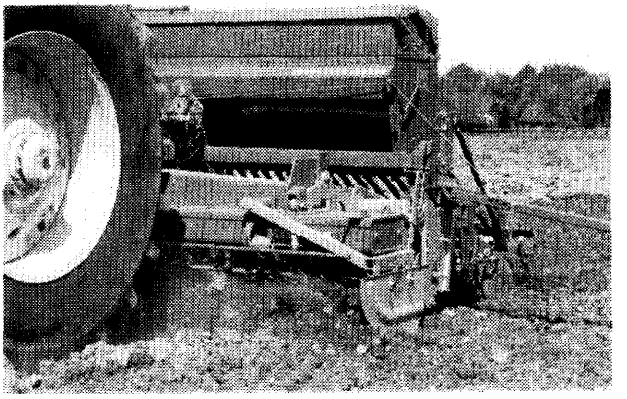
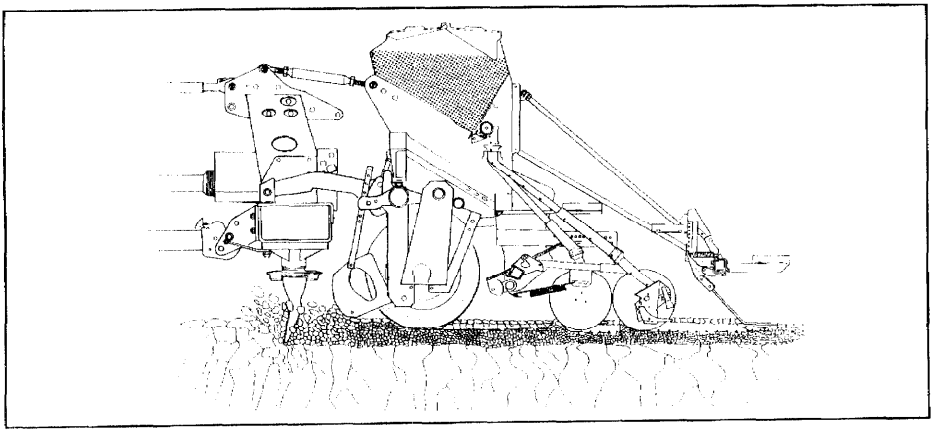

Fig. 4
Fig. 5
- **AMAZONE-Kreiselgrubber** mit **Aufbau-Drillmaschine mit Rollscharen (Fig. 4 und Fig. 5)** auf allen Böden (auch extrem tonig oder steinig) mit oder ohne Vorarbeit durch Schwergrubber oder Pflug, mit oder ohne organischer Masse an der Oberfläche. In Figur 6 ist diese Reifenpacker-Bestellkombination mit dem AMAZONE-Tieflockerer TL dargestellt.